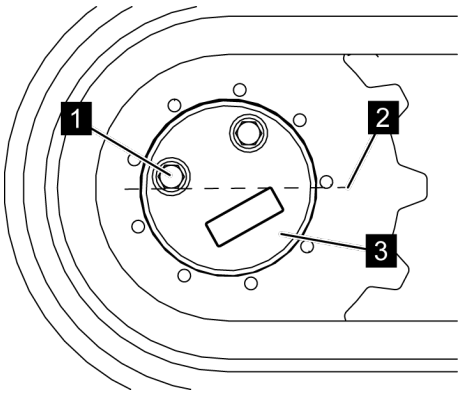

Fig. 107: Aligning the aerial access platform
2. *Align the aerial access platform so that the lower edge of the screw connection (*Fig. 107/*1) is on the middle axis (*Fig. 107/*2) of the gearbox unit (*Fig. 107/*3).*